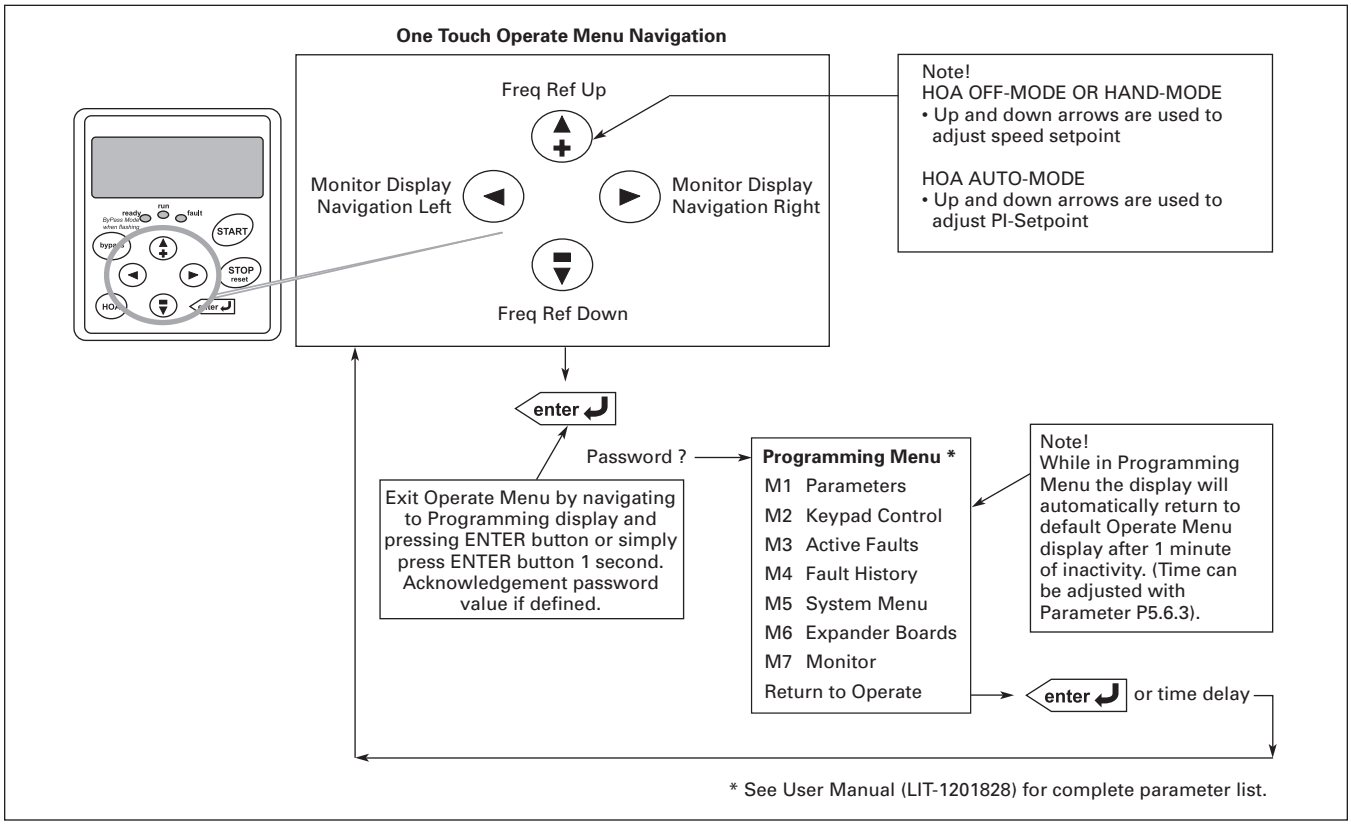

Figure 6-2: Operate Menu Navigation
The menu is navigated by using the left and right arrow buttons. If a reference level is available for setting, the up and down arrow buttons adjust the value. To exit the Operate Menu to access the other menus, depress the ENTER button for 2 seconds. While in the other menus, if there is no keypad activity, the display will return to the Operate Menu after one minute. **Figure 6-2** illustrates the Operate Menu button function.
The first menu level consists of menus M1 to M8 and is called the Main menu. These menus and their submenus are illustrated in **Figure 6-2**.
① Menu application dependent.
② For navigation of Operate Menu (M8), see **Figure 6-2** on **Page 6-1**.